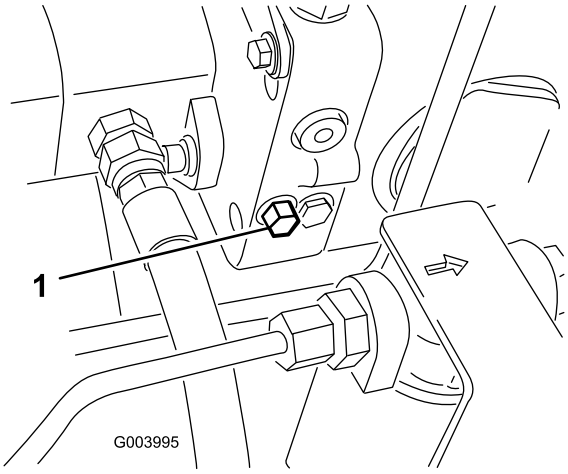

**Figur 39**
1. Omløbsventilen er placeret på venstre side af hydrostaten (Figur 39). Drej bolten 1 1/2 omgang for at åbne den, og lade olien løbe om internt. Da væsken omløbes, kan maskinen flyttes langsomt, uden at gearkassen beskadiges.